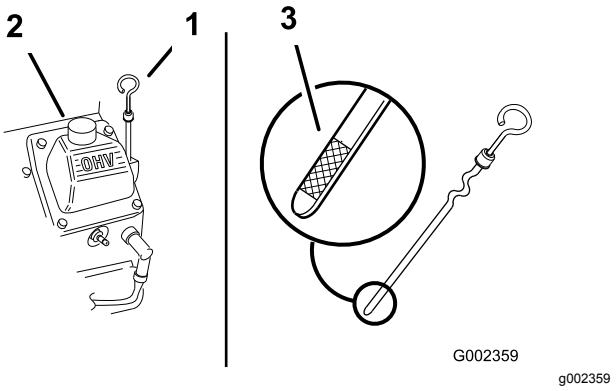

Figur 17
2. Rengjør rundt peilestaven (Figur 17), slik at smuss ikke kan komme ned i påfyllingshullet og kan skade motoren.
3. Ta ut peilestaven, tørk den ren og sett den tilbake på plass slik at den når helt ned (Figur 17).
Oljenivået må nå opp til Full-merket på metallenden på peilestaven (Figur 17).
5. Hvis oljenivået er under Full-merket, tar du av lokket på påfyllingsrøret (Figur 17) og fyller olje til nivået når opp til Full-merket på peilestaven. **Ikke fyll på for mye.**